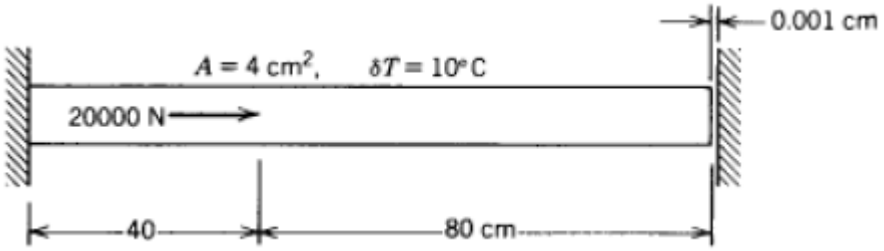

Figure 2
Q.3 **(a)** For the axially loaded bar undergoing a temperature rise of 10° C as shown in figure 2 , determine the nodal displacements and element stresses using penalty approach. Take, E = 20x10^6 N/cm^2 and α = 10 x 10^{-6} /°C. **07**